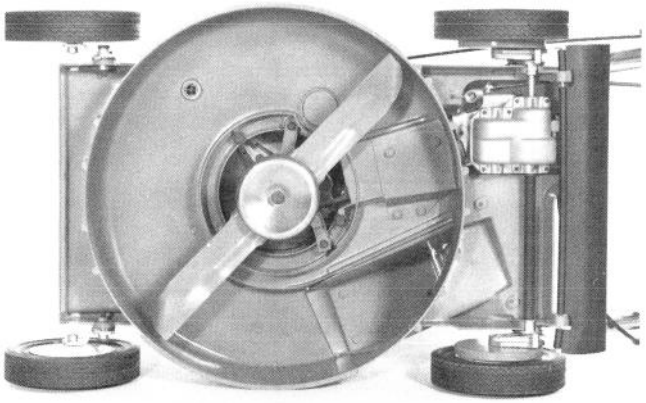

Afbeelding 29
2. Zet maaier op de rechterzijde (Afb. 29).